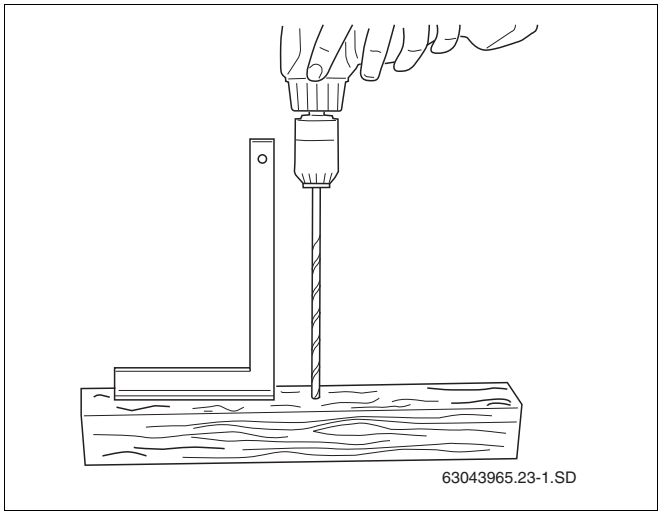

Abb. 22 Bohrschablone herstellen
- Nehmen Sie sich ein ca. 0,50 – 1,00 m langes Kantholz. Bohren Sie ein Durchgangsloch (Ø 6 mm) senkrecht in das Kantholz (Abb. 22).